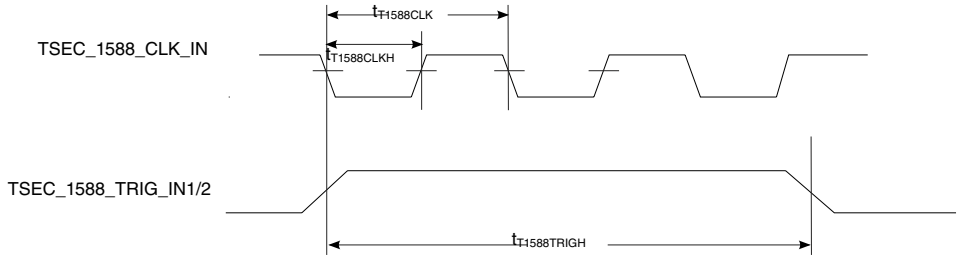

Figure 27. IEEE 1588 input AC timing
1. The maximum value of $t_{T1588CLK}$ is not only defined by the value of T_{RX_CLK}, but also defined by the recovered clock. For example, for 10/100/1000 Mbps modes, the maximum value of tT1588CLK will be 2800, 280, and 56 ns, respectively. 2. T_{RX_CLK} is the maximum clock period of the ethernet receiving clock selected by TMR_CTRL[CKSEL]. See the chip reference manual for a description of TMR_CTRL registers. 3. This needs to be at least two times the clock period of the clock selected by TMR_CTRL[CKSEL]. See the chip reference manual for a description of TMR_CTRL registers. 4. There are two input clock sources: TSEC_1588_CLK_IN and ENETC system clock. When using TSEC_1588_CLK_IN, the minimum clock period is 2 x $t_{T1588CLK}$. 5. See Figure 26. on page 104. 6. See Figure 27. on page 104.